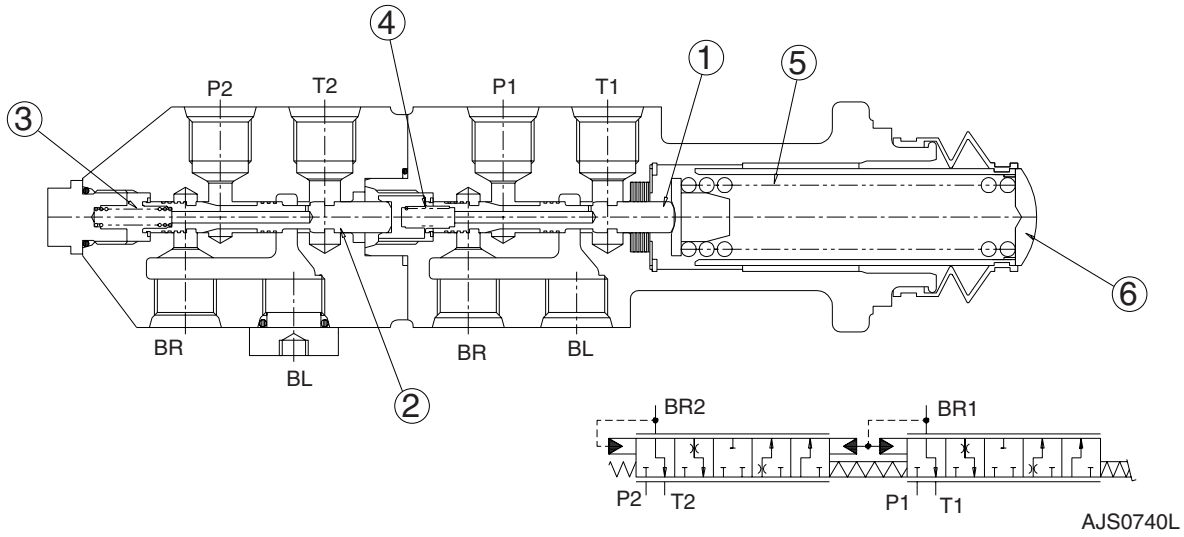

Figure 2
The brake pedal valve is attached to, and operated by, the brake pedal. See Figure 1. The valve contains two spools. See Figure 2. One spool ports fluid to the brake pistons in the front axle, and the other spool ports fluid to the brake pistons in the rear axle. Maximum system operating pressure is 80 ±3 bars (1,160 ±44 psi). If something in one of the circuits should fail, the other circuit will continue to operate.
When the brake pedal is depressed, force is applied to the working element (6, Figure 2). This force is transferred to the primary control spool (1) and the secondary control spool (2) by the main control spring (5). This causes the control spool lands to close the path from the supply ports (P1 and P2) to the tank ports (T1 and T2). Simultaneously, the spool then open a path from the brake circuit ports (Br1 and Br2) to the supply ports (P1 and P2). Drilled passages in the control spools (1 and 2) allow fluid pressure in the ports P1 and P2 to act against the main control spring (5). This allows the brake pressure in both circuits to rise proportionally to the force applied to the brake pedal.